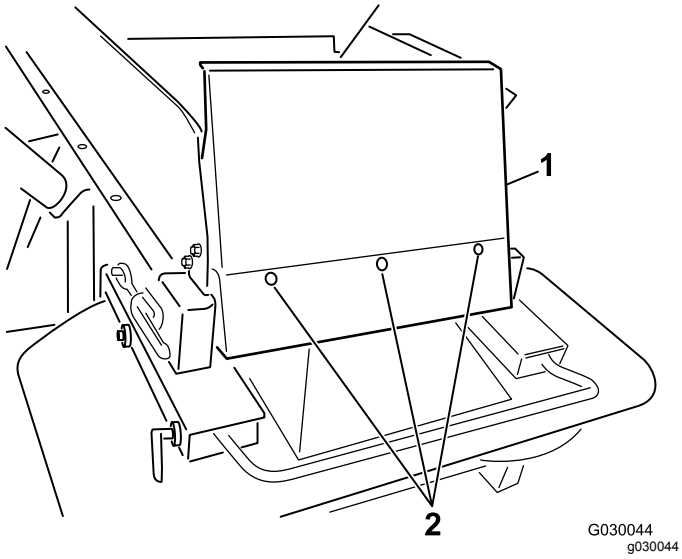

Figur 7
6. Monter tragtbeholderens afskærmning ved hjælp af de medfølgende rundhovede bolte (¼" x ⅝") og nylon-låsemøtrikker (Figur 7).